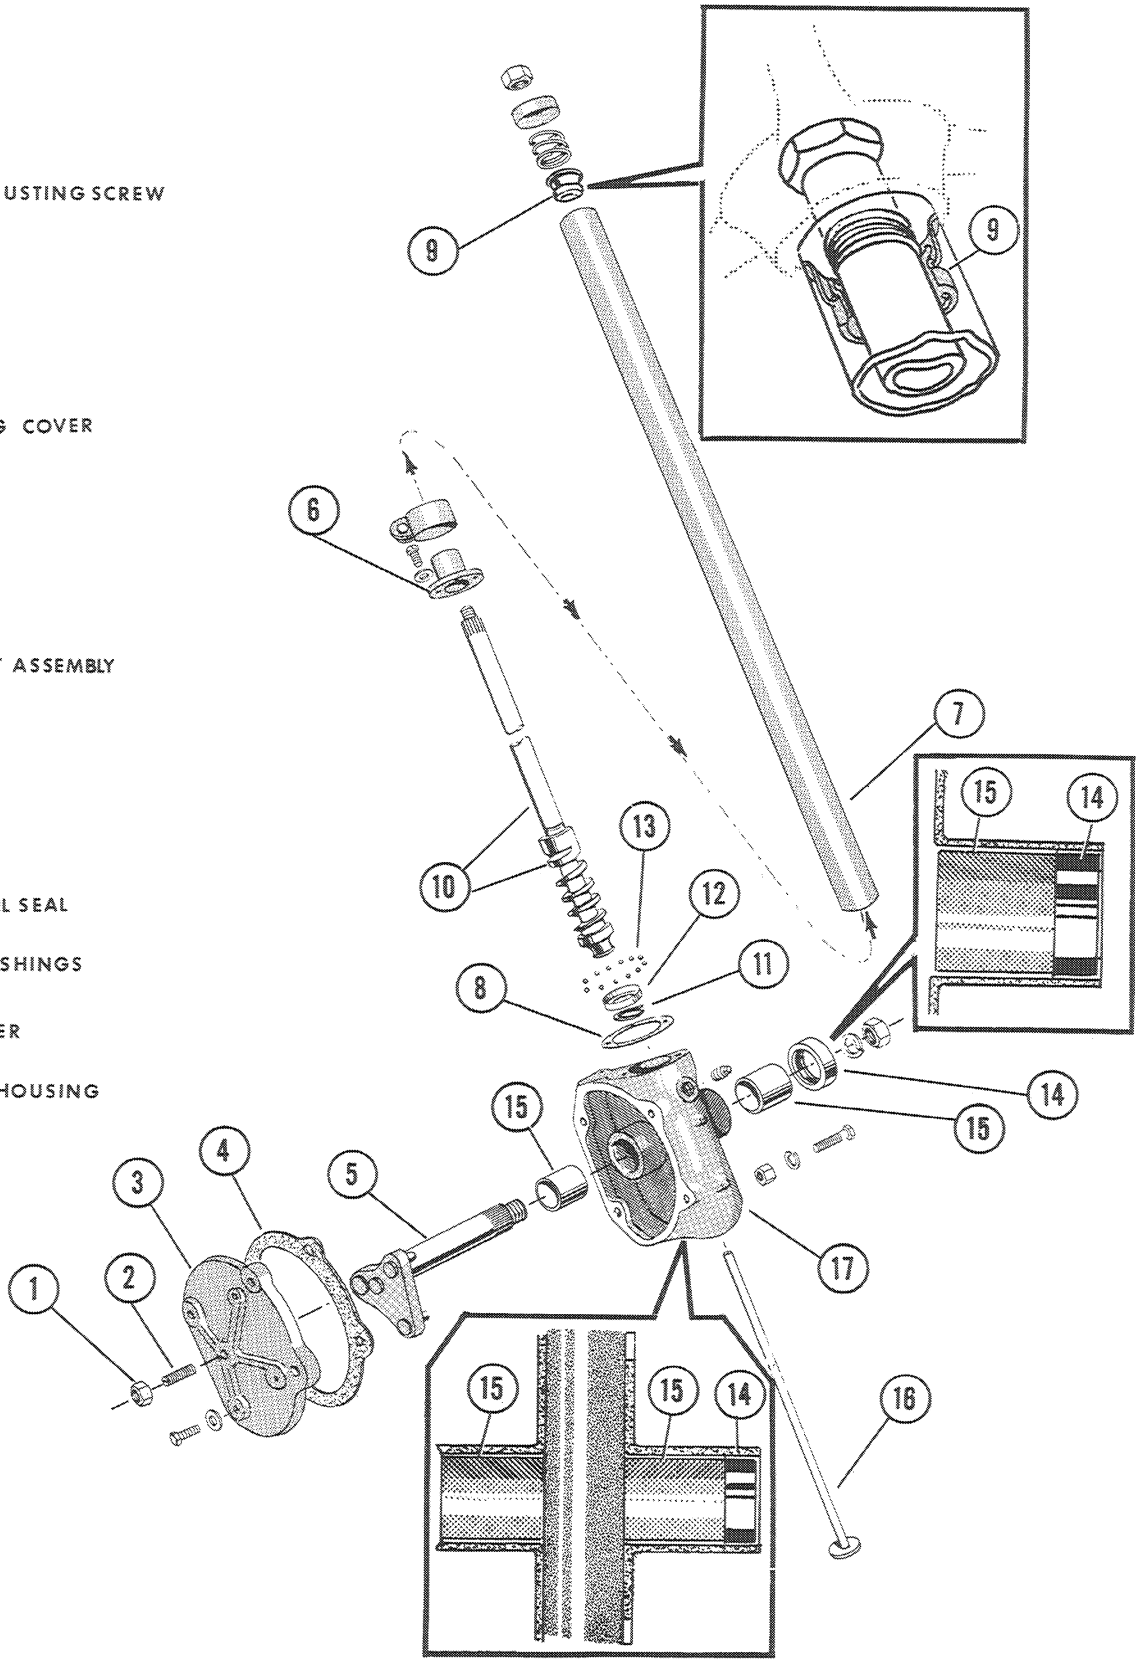

Figure G-25
(Refer to Figure G-25)
B. If the lever shaft bushings have been removed, press in the new bushings and oil seal. Refer to inset, Figure G-25.
F. Press in the upper bearing if it has been removed from the steering shaft tube. Refer to inset, Figure G-25.